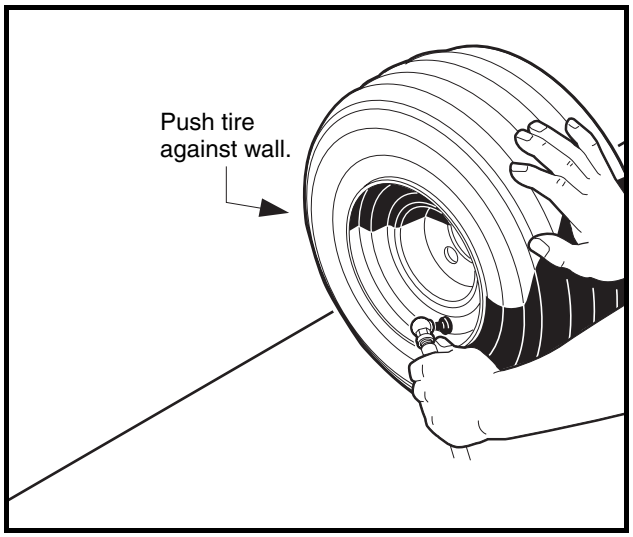

Figure 7-2 Inflate Tire
6. Place the tire and wheel assembly against a wall in an upright position and push it against the wall while inflating the tire to 30-34 psi (2.07-2.34 Bars). The three-point contact (wall, floor, and hand) will help ensure that beads snap into place and form a proper seal as the tire is inflated **(Figure 7-2, Page 7-4)**. **See following WARNING.**